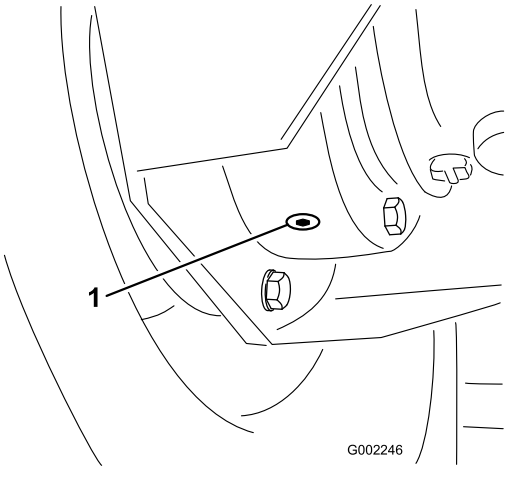

**Рисунок 81**
4. Поместите поддон под внутреннюю пробку сливного отверстия и снимите ее (Рисунок 81).